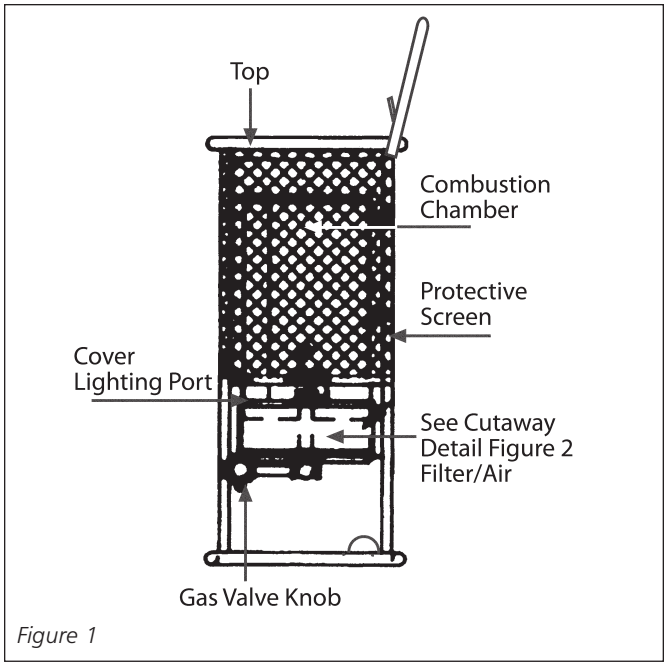
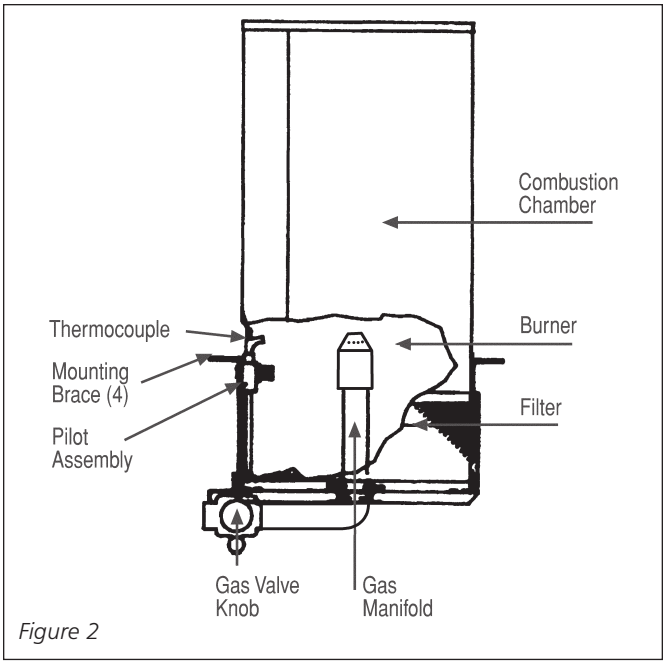

Figure 1
Figure 2
3 Depress knob the turn the gas valve knob clockwise to the "OFF" position. See Fig. 1 and Fig. 2 for location of appliance parts.
6b To light the pilot, move the lighting hole cover aside (see Fig. 1) and place a lighted match into the hole. Depress the gas valve knob and hold while lighting and observing the pilot burner. Ensure that the pilot burner ignites from the match. Allow the pilot to burn approximately 30 seconds before releasing the gas valve knob. If pilot does not remain lighted, repeat the lighting operation allowing a longer period of time before releasing the gas valve knob.
7. Turn the gas valve knob counter-clockwise to the "ON" position (see Fig. 1). The burner will light. Turn knob clockwise until stop for low fire position.
8. **IMPORTANT: DO NOT attempt to adjust the main burner input beyond stop,** for this may cause the pilot and thermocouple to shut down the burner (Fig. 2).